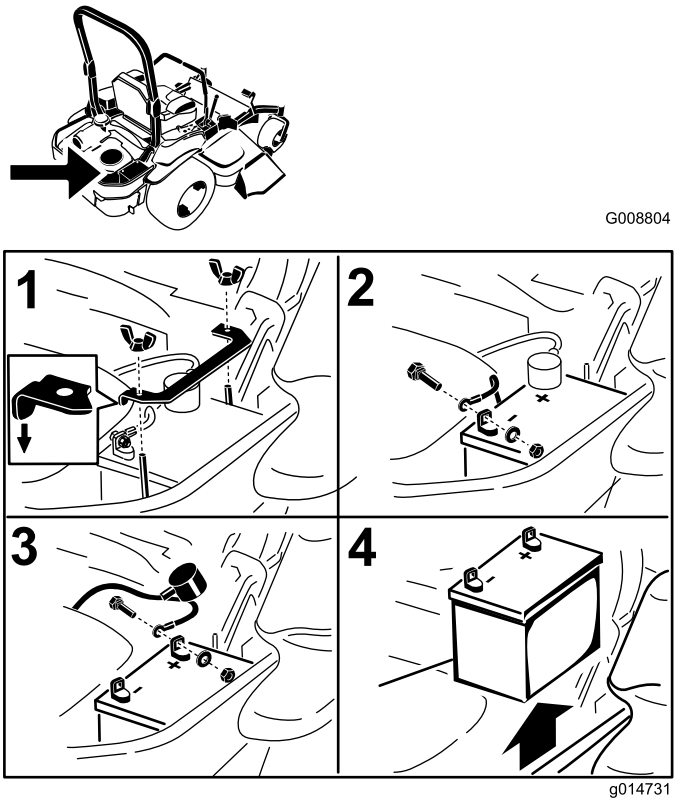

Figura 58
3. Primero desconecte el cable negativo (negro) del borne negativo (–) (negro) de la batería (Figura 58).
4. Retire la cubierta de goma roja del borne positivo (rojo) de la batería y retire el cable positivo (+) (rojo) (Figura 58).
5. Retire la tuerca de orejeta que sujeta la abrazadera de la batería (Figura 58).
6. Retire la abrazadera (Figura 58).
1. Coloque la batería en la bandeja, con los bornes frente al depósito de aceite hidráulico (Figura 58).
4. Fije los cables con 2 pernos, 2 arandelas, y 2 contratuercas (Figura 58).
6. Instale la abrazadera y sujétela con la tuerca de orejeta (Figura 58).